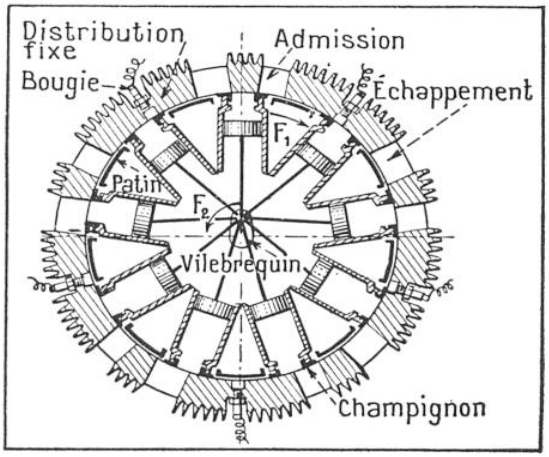

FIG. 2. — COUPE SCHÉMATIQUE D'UN MOTEUR ROTATIF « SKLÉNAR », 9 CYLINDRES
Dans la réalisation d'un tel moteur, l'étanchéité du joint entre le sommet des cylindres et la face interne de la culasse sphérique est particulièrement délicate à assurer. M. Sklénar y est cependant parvenu au moyen de boisseaux, sortes de champignons (fig. 2) à surface extérieure sphérique, que la force centrifuge applique d'autant plus fortement contre l'intérieur de la culasse que le régime de rotation est plus élevé. D'ailleurs, les inégalités du frottement entraînent ces champignons dans un lent mouvement de rotation autour de leur axe ; le rodage ainsi produit accroît encore l'étanchéité (1). L'échauffement de ces organes résultant du frottement et du passage des gaz chauds (échappement) est réduit par celui des gaz froids (admission). Enfin, leur graissage est assuré par l'huile projetée par la force centrifuge.